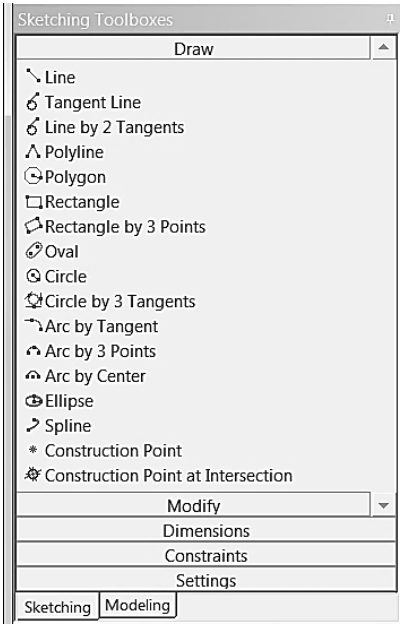

Рис. 10.
4) Эскиз будем создавать в плоскости XY. Для этого на панели Tree Outline кликните по XYPlane (рис. 9). В левом нижнем углу панели Tree Outline выберите закладку Sketching. Вместо панели Tree Outline появится панель Sketching Toolboxes – панель инструментальных средств для построения эскиза, рис. 10. По умолчанию открывается набор инструментов Draw.